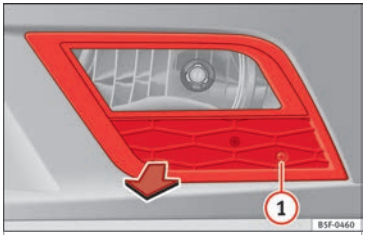

Fig. 101 Front fog light.
– Remove the bolt ››› **Fig. 101** (1) from the fog light grille with a screwdriver.